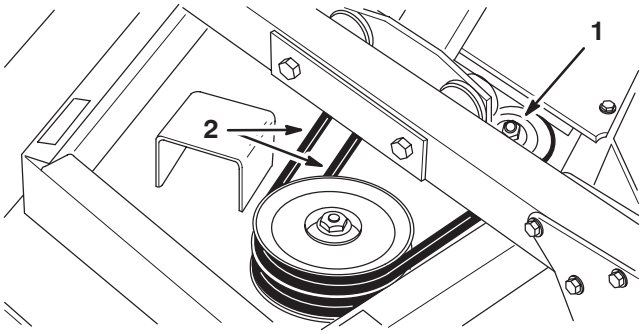

Figure 67
2. To tension belts, loosen flange locknut at top of idler pulley (Fig. 67). Slide pulley against belt until proper tension is reached. Hold pulley in position and tighten locknut.
3. Remove flange head screws securing gearbox plate to deck. To separate plate and drive motor assembly from deck, rotate plate end toward traction unit (Fig. 67). Tip plate, motor and pulley assembly on its side and remove from deck. Be careful not to bend, twist, kink or damage flexible hydraulic lines.
2. Remove deck covers and relieve belt tension on all belts (Fig. 67).